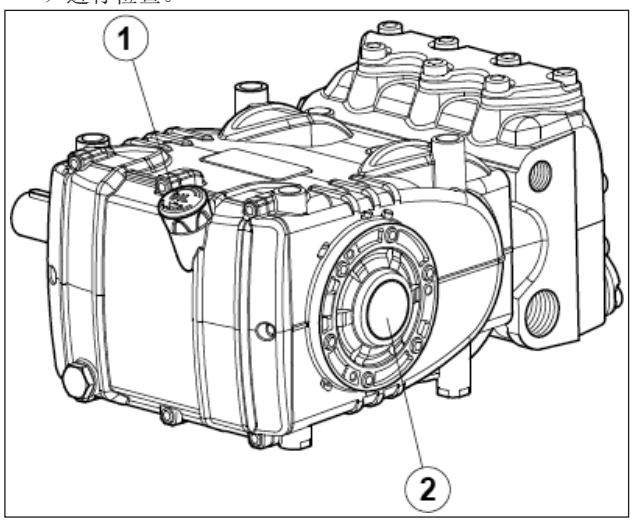

图 14
5. 泵壳中的油处于规定的油位，可通过专用的油位杆（①，图 14）进行检查，此外也可用油位指示器（②，图 14）进行检查。